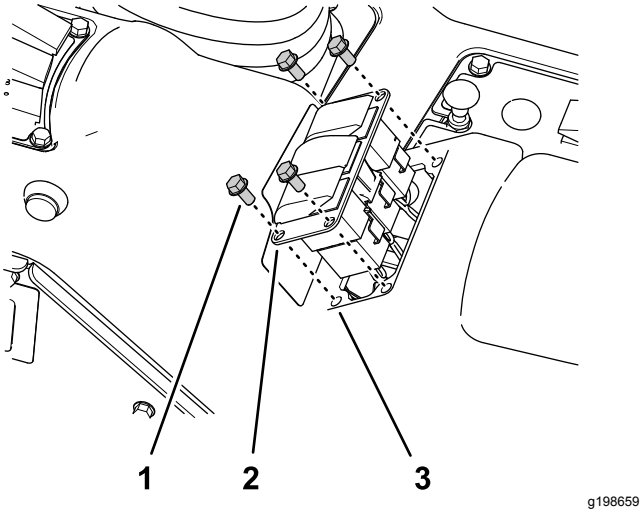

Rysunek 31
1. Odkręć cztery śruby kołnierzowe (1/4 x 1/2 cala) mocujące panel 3 przełączników do konsoli sterowania (Rysunek 31).
3. Odłącz złącze 8-stykowe gniazdowe wiązki przewodów maszyny (oznaczone **Przełącznik regulacji dawki**) od złącza 8-stykowego przełącznika (Rysunek 31).
6. Dopasuj zaślepkę przełącznika do otworu w panelu 3 przełączników w miejscu odkręconego przełącznika regulacji dawki (Rysunek 31).
7. Wciskaj zaślepkę przełącznika w panel 3 przełączników, aż zatrzaśnie się bezpiecznie w panelu (Rysunek 31).